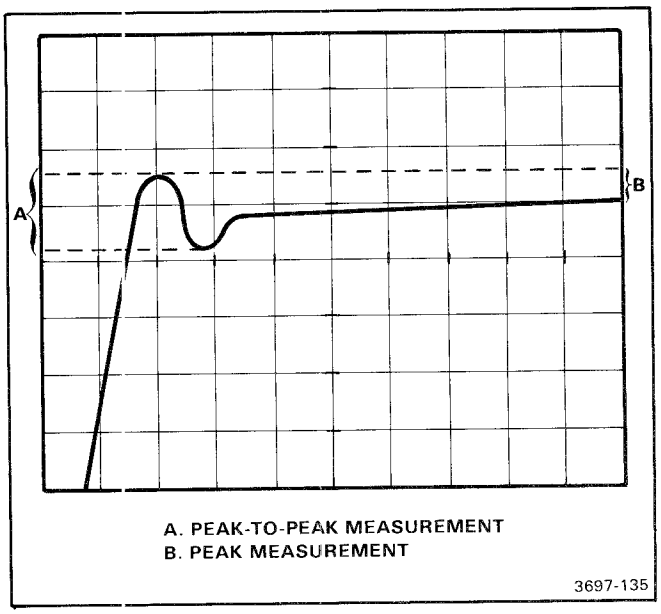

Figure 5-1. Measurement of waveform aberrations.
c. **CHECK**—that pulse aberration rolloff and overshoot is less than 0.1 division peak and less than 0.15 division peak-to-peak. Refer to Figure 5-1 for method of measurement.